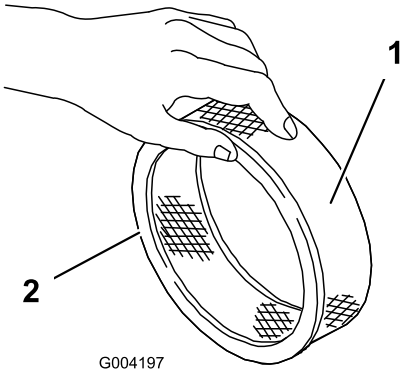

**Figur 45**
5. Inspektera pappersinsatsen och kontrollera om det finns några sprickor, en oljebeläggning eller skador på gummitätningen (Figur 45).
1. Skjut försiktigt dit skumförfiltret på pappersfiltret (Figur 45).